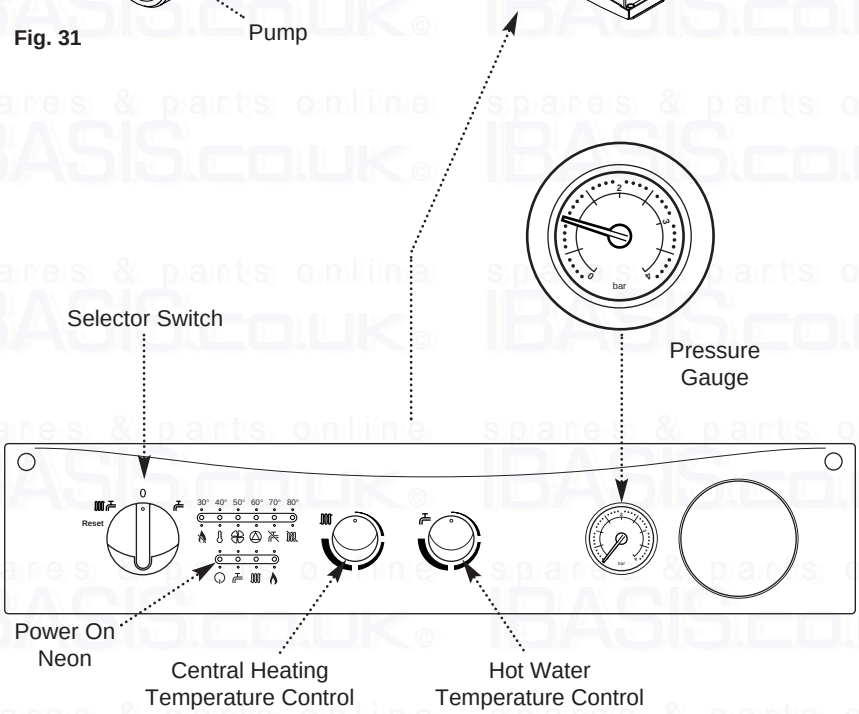

Fig. 32
10. If at any time during commissioning it is required to terminate a particular cycle, e.g. the pump overrun period, turn the selector to the OFF position and then back to either ( ) or ( ) (Fig. 32).